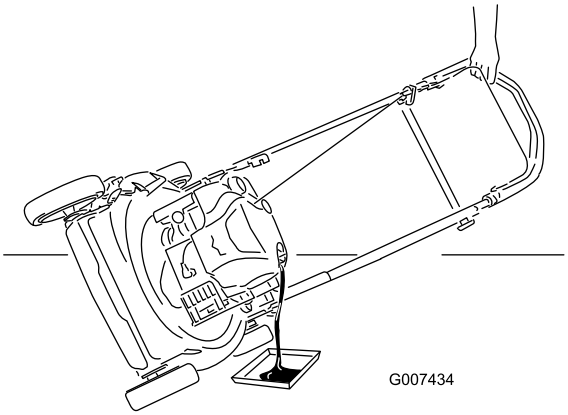

Figur 30
3. Vend gressklipperen over på siden, med luftfilteret opp, for å tømme den brukte oljen ut gjennom oljefyllingsrøret (Figur 30).